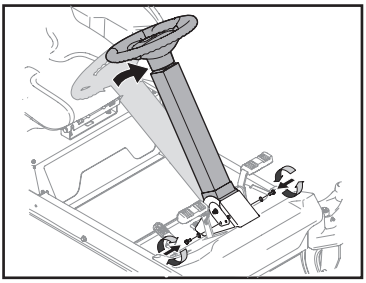

Fig. 04
1. Coloque a coluna do volante em uma das duas posições e fixe-a com parafusos sextavados e arruelas que acompanham o produto [Fig. 04].